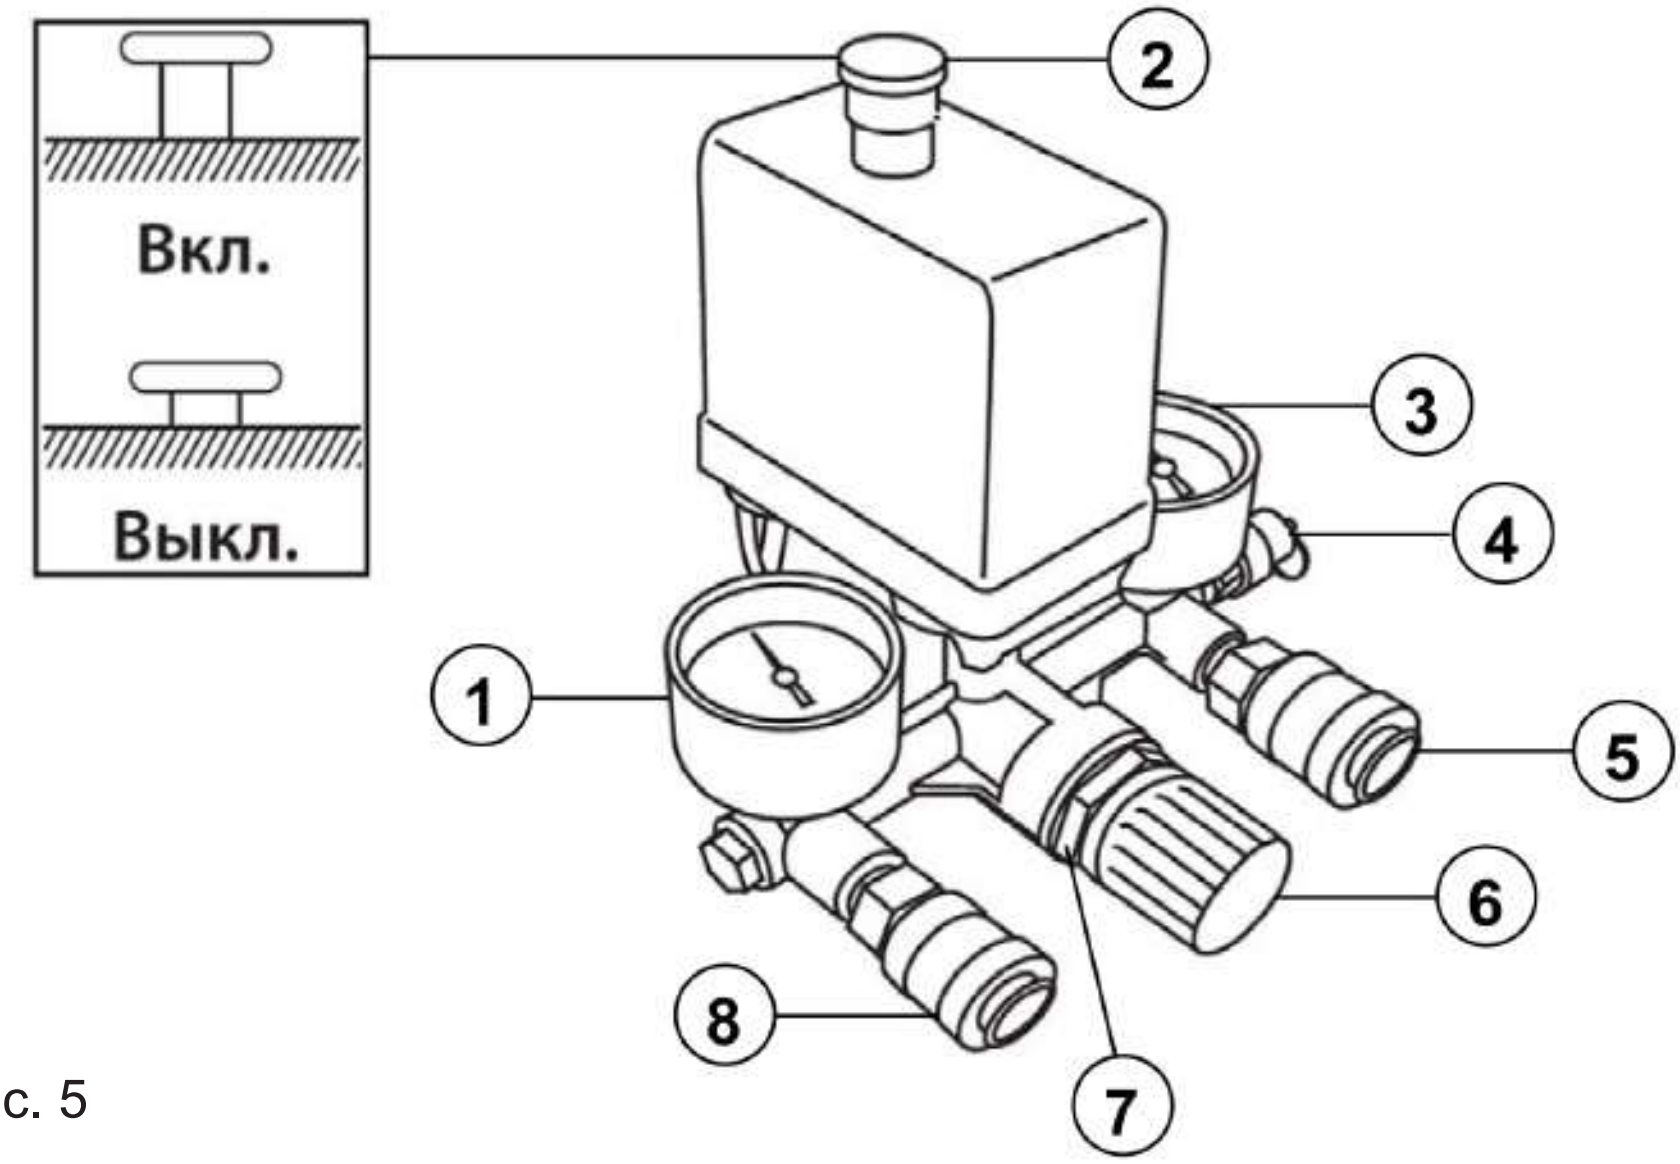

Рис. 5
2. Подключите вилку электрокабеля питания в соответствующую розетку, имеющую контакты заземления, предварительно проверив, что выключатель реле давления 2 (Рис. 5) находится в положении выключено «O» (OFF).
4. Включите компрессор красной кнопкой реле давления (прессостата), потянув ее вверх в положение Вкл. (Рис. 5). Компрессор запустится и начнет накачивать воздух в ресивер. После достижения заданного верхнего уровня давления компрессор остановится. По мере расходования воздуха давление в ресивере падает и, когда оно достигает нижнего заданного уровня (разница между верхним и нижним уровнем давления 2 бар), компрессор автоматически включится. Компрессор продолжает выполнять этот цикл в автоматическом режиме до тех пор, пока его не выключить с помощью выключателя реле давления, нажав его вниз в положение Выкл. (Рис. 5)
Давление в ресивере можно проверить по показаниям манометра 3 (Рис. 5).
Регулировка давления возможна только на выходе 8 (Рис. 5). Давление на выходе регулируется ручкой редуктора 6 (Рис. 5). Вращая ручку редуктора по часовой стрелке, давление на выходе увеличивается, против – уменьшается.
Для визуального контроля давления на выходе используется манометр 1 (Рис. 5).
После регулировки выходного давления на редукторе необходимо зафиксировать ручку редуктора контргайкой 7 (Рис. 5).
Для останова компрессора нажмите на кнопку прессостата в положение Выкл. (Рис. 5). После завершения работы с компрессором отключите его от электросети и стравите воздух из ресивера.